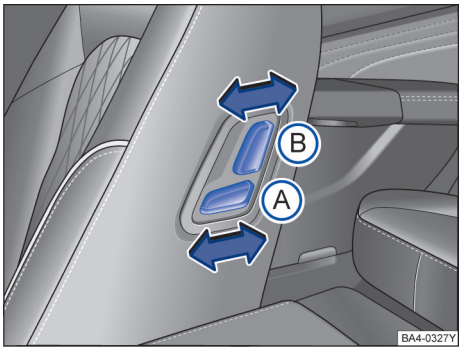

图 75 副驾驶员靠背上的电动座椅调节装置
– 沿箭头方向按压开关Ⓐ，即可调整座椅的前后位置 →图 75